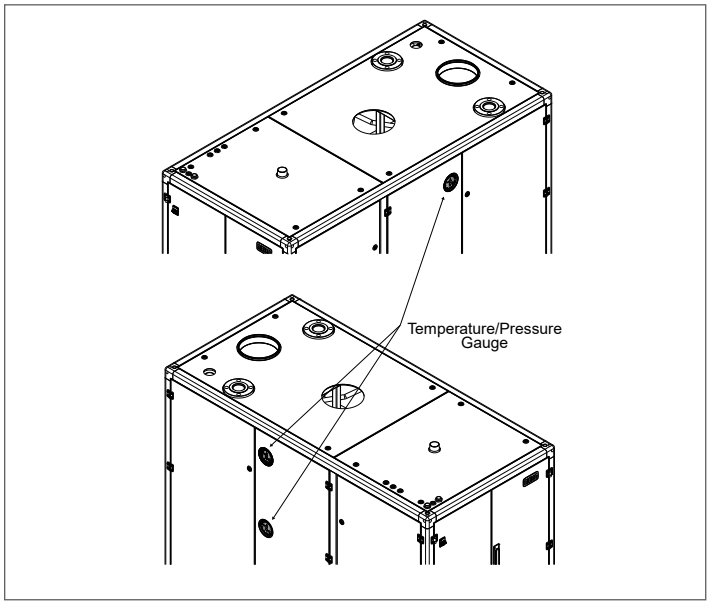

Fig. 37 *Temperature/Pressure Gauge location*
- Open the fill valve and proceed to fill the appliance until the pressure gauge (shown on Fig. 37), reads the pressure for which the heating system is sized. The heating system water pressure must be higher than 7.5 PSI.